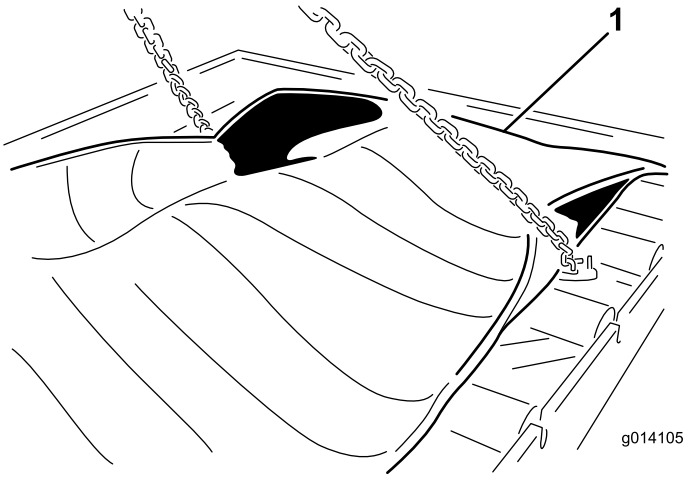

**Rysunek 48**
23. Usuń (24) śruby, aby poluzować wkład (Rysunek 48).